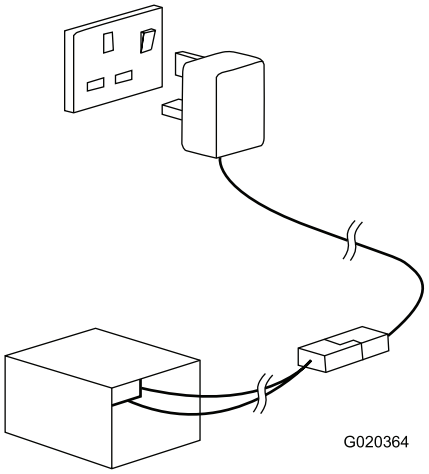

Figur 32
2. Sätt i laddaren i ett vägguttag (Figur 32).